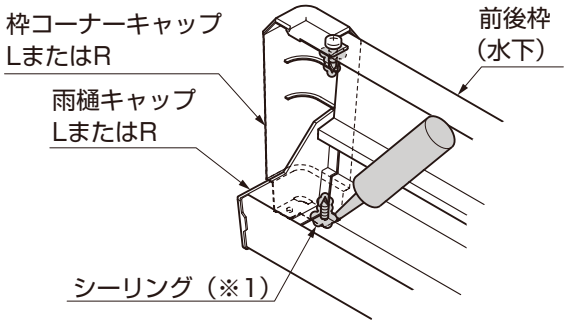

図9-4　雨樋キャップのシーリング
③枠コーナーキャップと雨樋キャップの固定したネジの先端と周りに、シーリングをしてください。（図9-4参照）